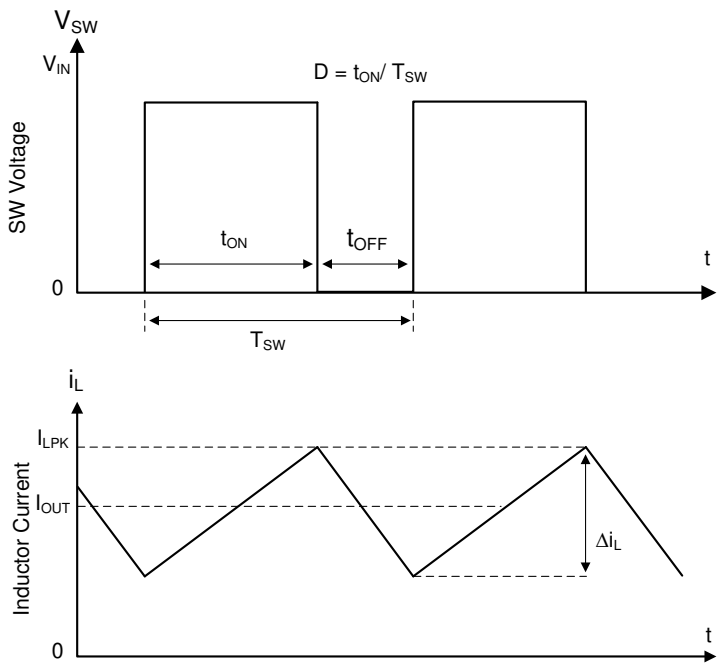

Figure 7-1. SW Node and Inductor Current Waveforms in Continuous Conduction Mode (CCM)
The following operating description of the LMR51603 refers to the *Functional Block Diagram* and to the waveforms in Figure 7-1. The LMR51603 is a step-down synchronous buck converter with integrated high-side (HS) and low-side (LS) switches (synchronous rectifier). The LMR51603 supplies a regulated output voltage by turning on the high-side and low-side NMOS switches with controlled duty cycle. During high-side switch ON time, the SW pin voltage swings up to approximately V_{IN}, and the inductor current, i_L, increases with a linear slope of (V_{IN} – V_{OUT}) / L. When the high-side switch is turned off by the control logic, the low-side switch is turned on after an anti-shoot-through dead time. Inductor current discharges through the low-side switch with a slope of –V_{OUT} / L. The control parameter of a buck converter is defined as Duty Cycle D = t_{ON} / T_{SW}, where t_{ON} is the high-side switch ON time and T_{SW} is the switching period. The converter control loop maintains a constant output voltage by adjusting the duty cycle D. In an ideal buck converter, where losses are ignored, D is proportional to the output voltage and inversely proportional to the input voltage: D = V_{OUT} / V_{IN}.